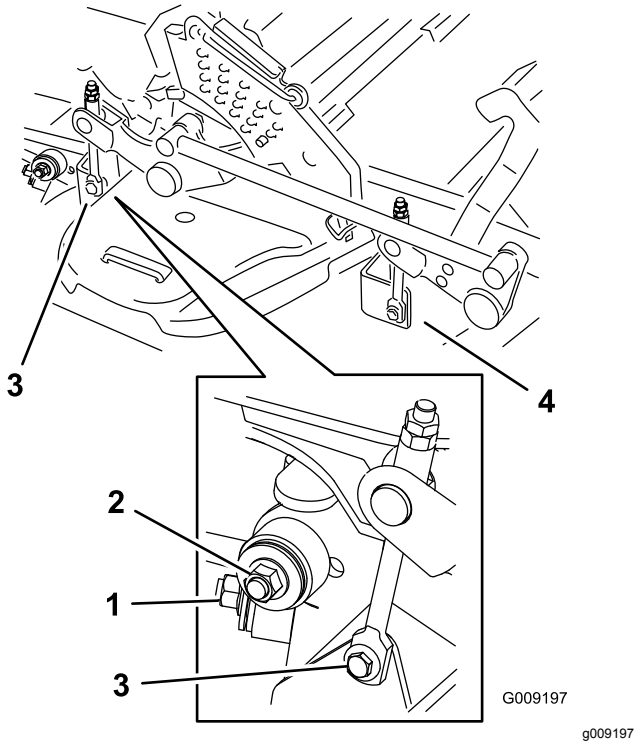

Figur 106
7. Ta bort och håll reda på beslagen på däckets båda sidor enligt Figur 106.